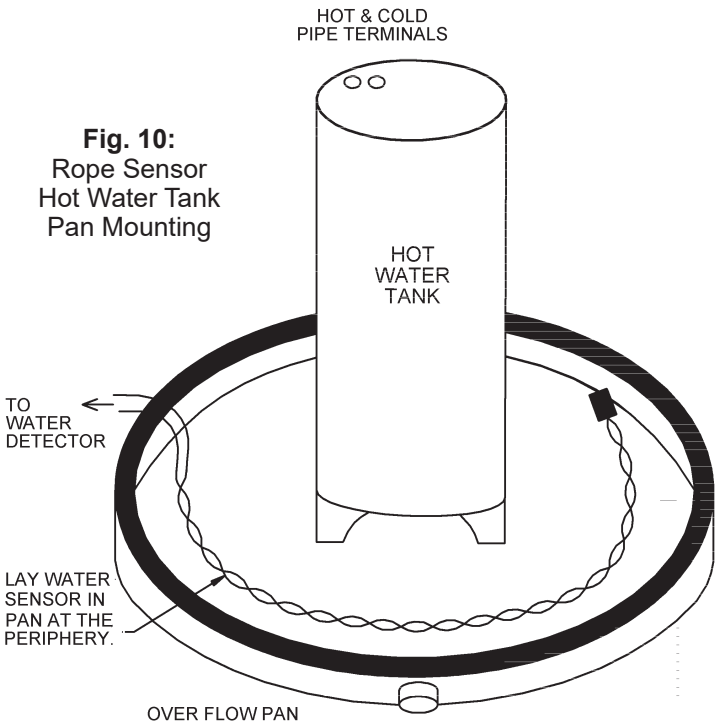

Fig. 10: Rope Sensor Hot Water Tank Pan Mounting
1. The sensor can be laid on the floor or around pipes as shown in Figs. 10, 11, 12, & 13.